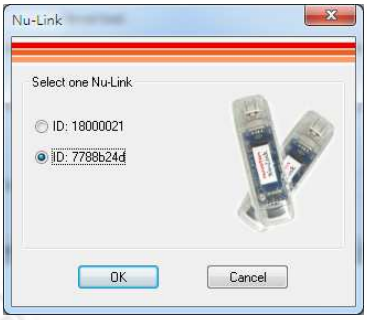

Figure 4-6 Select One Nu-Link Adapter
Step 7: If two Nu-Link Adapters have been connected with the computer, a message appears and asks to select one from the two adapters. Clicking **OK** will connect the selected adapter with the host, as shown in Figure 4-6. When a Nu-Link Adapter is selected for connection, the Status LED starts blinking. For the blinking details, refer to the Status LED description of the "Select a Nu-Link Adapter to connect with the host" in Table 2-4.